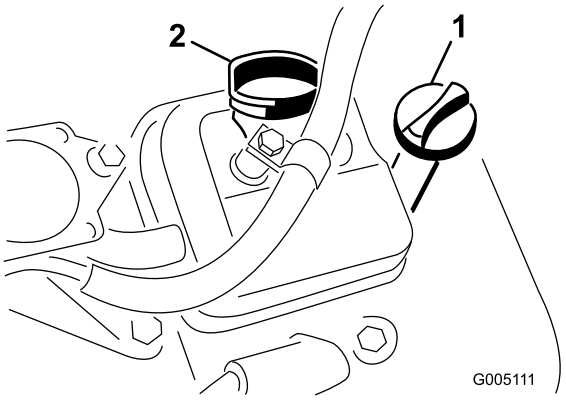

**Figur 22**
3. Sett peilestaven inn i røret, og pass på at den når helt ned (Figur 22).